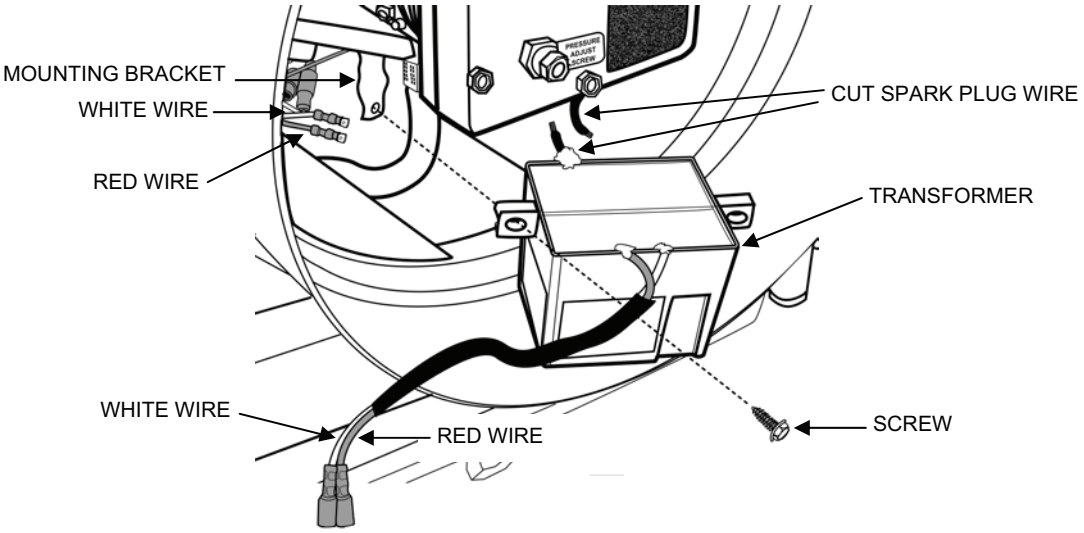

Figure 15. Transformer Replacement.
d. Remove the two screws that secure the transformer to its mounting bracket inside the inlet end of the heater shell and gently pull the transformer out as far as the wires will reach. (If the wires are bound with a plastic tie-wrap, it may be necessary to clip the tie-wrap.) (See Figure 15)